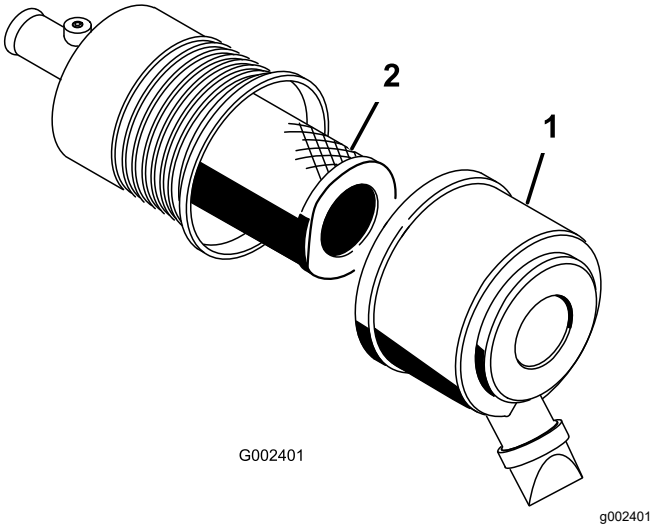

**Figur 54**
1. Utløs låsene som fester luftrenserdekslet til luftrenserhuset (Figur 54).
2. Fjern dekslet fra luftrenserens kropp (Figur 54).
4. Ta ut og skift ut filteret (Figur 54).